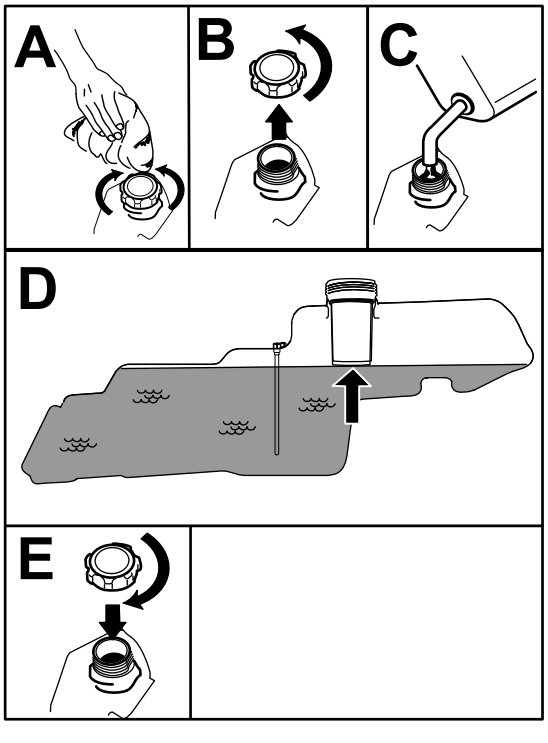

Figur 8
5. Fyld brændstoftanken op til bunden af påfyldningsstudsen (Figur 8).